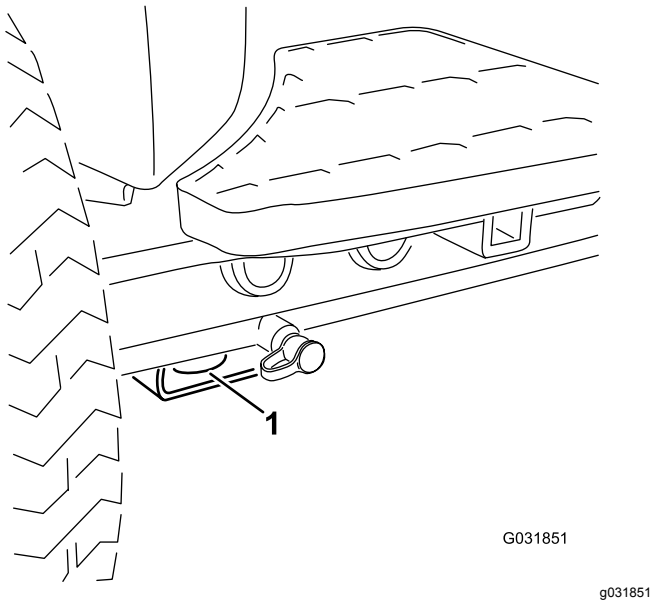

Figuur 39
- Voor – de opening in het rechthoekige blok, onder de asbuis, aan de binnenzijde van beide voorwielen (Figuur 39)